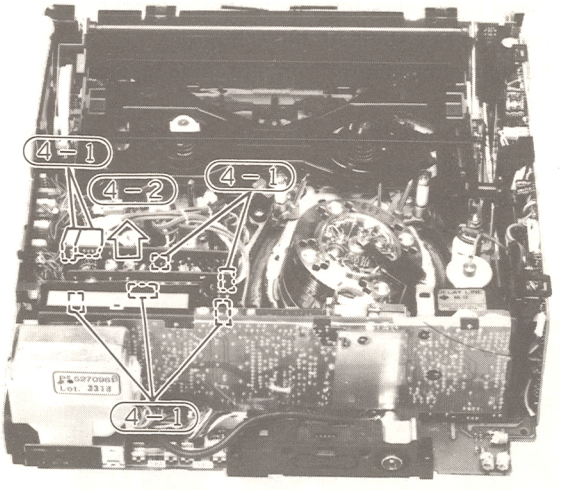

**Fig. 13 Audio PC Board**
**4. Audio PC Boards (Fig. 13)**